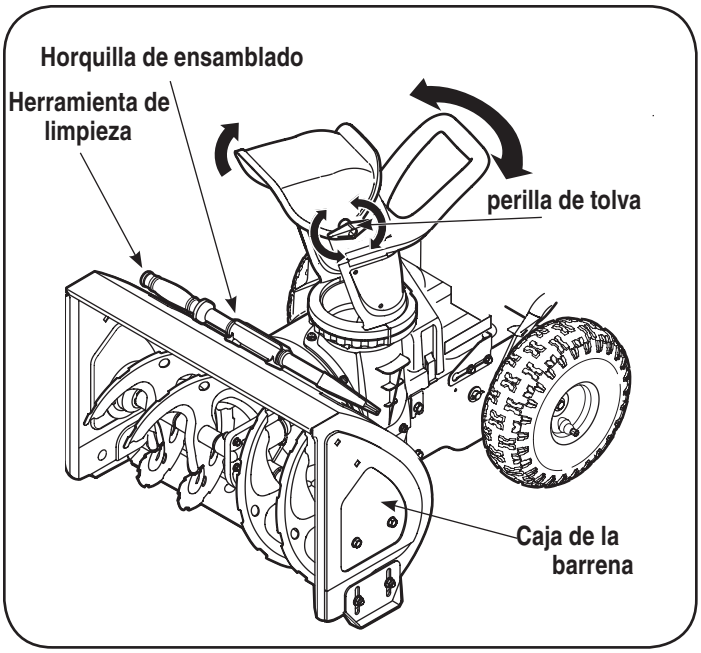

Figura 9
5. Vuelva a ajustar la herramienta de limpieza a la horquilla de montaje ubicada en la caja de la barrena. Ahora ya puede empezar a operar su máquina quitanieve. Vea la figura 9.